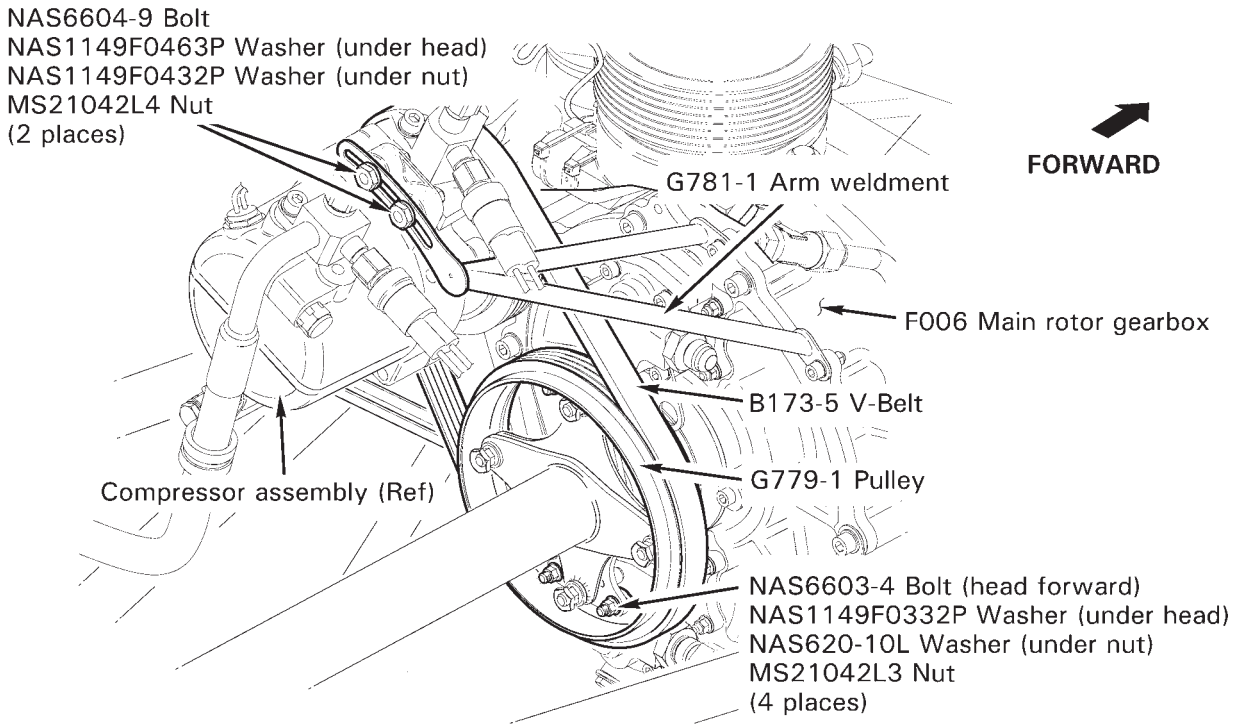

FIGURE 1-2 ASSEMBLY INSTRUCTIONS FOR R66 HELICOPTER CRATED FOR EXPORT
c. Refer to Figure 1-2. Install hardware securing compressor to G781-1 arm weldment. Rotate compressor up and outboard to tension belt, then tighten hardware securing compressor to weldment. Verify belt is properly aligned on both pulleys. Adjust belt tension until 4.5-5.5 lb of force applied mid-span deflects belt 0.16-inch. Standard torque bolts per § 20-32.